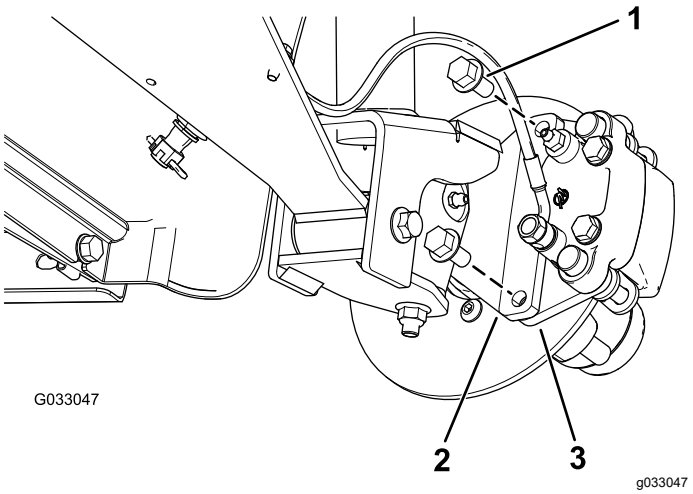
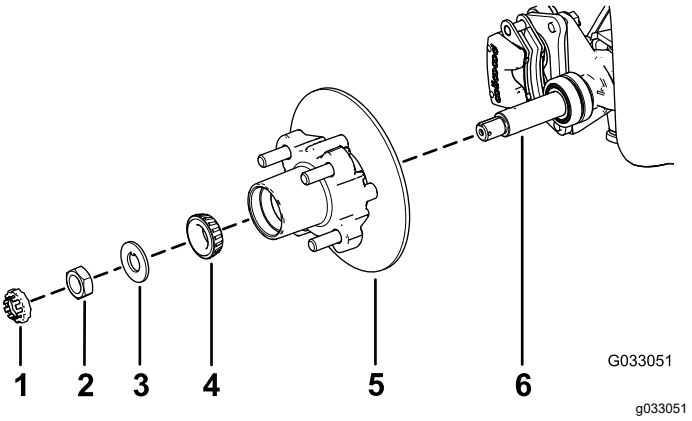

Figuur 29
Figuur 33
3. Verwijder de flenskopbouten (⅜" x ¾") waarmee de beugel voor de rem is bevestigd aan de as en verwijder de rem van de as (Figuur 29).
1. Breng een laagje van het aanbevolen smeermiddel aan op de as (Figuur 33).
2. Monteer de naaf en de rotor op de as met de rotor aan de binnenkant (Figuur 33).
3. Monteer het buitenste lager op de as en plaats het lager in de buitenste loopring (Figuur 33).
4. Monteer het borgplaatje op de as (Figuur 33).
5. Draai de asmoer op de as en zet de moer vast met een torsie van 15 N·m terwijl u de naaf draait om het lager te plaatsen (Figuur 33).
2. Lijn de remblokken aan beide zijden van de rotor (Figuur 29) en de openingen in de beugel van de remklauw uit met de openingen in de rembevestiging van het asframe (Figuur 33).
3. Bevestig de beugel van de remklauw aan het asframe (Figuur 29) met de 2 flenskopbouten (⅜" x ¾").